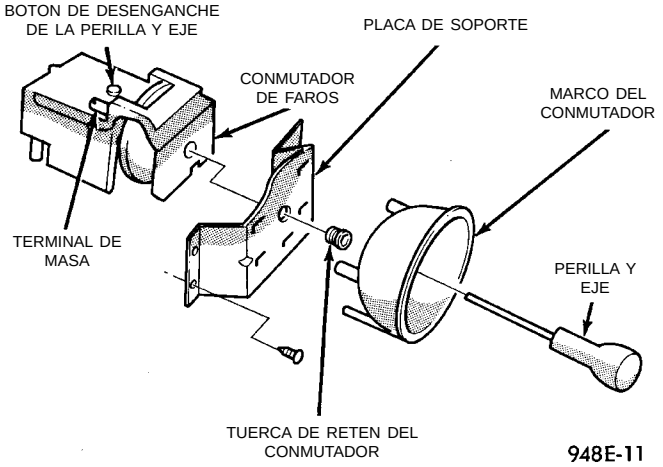

Fig. 21 Conmutador de faros
(1) Retire la cubierta de la columna de dirección y el forro.
(2) Retire los tres tornillos que fijan la placa de soporte del conmutador de faros al tablero de instrumentos (Fig. 21).
(3) Extraiga el conmutador de faros y la placa de soporte por la abertura del tablero de instrumentos tirando de él hacia atrás.
(4) Desconecte del conmutador el conector de nueve vías y el conector del cableado a masa.
(5) Retire la perilla del conmutador presionando el botón de desenganche en la parte inferior del conmutador y extraiga la perilla del conmutador.
(6) Desprenda el marco del conmutador de faros de la placa de soporte para tener acceso a la tuerca de retén de la placa de soporte.
(7) Retire la tuerca de retén del conmutador de faros a la placa de soporte y separe el conmutador de la placa de soporte.